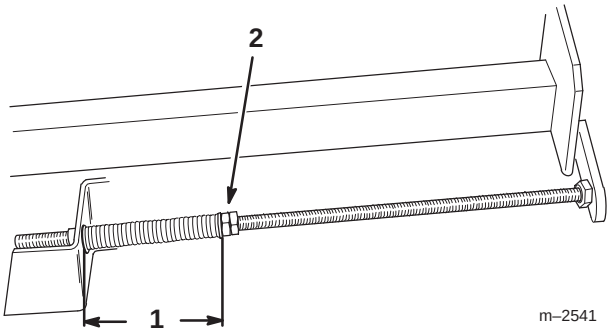

Figure 25
1. Belt Guide (2)
6. Tighten the jam nuts on the adjusting shafts until the springs are compressed to a length of 5” (12.7 cm) (Fig 25).